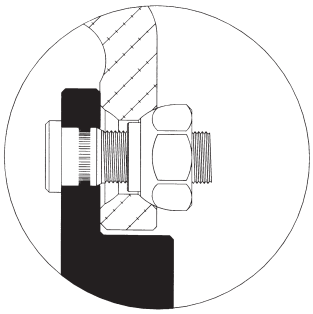

Figure 16
- For $\frac{3}{4}$" - 16 studs, special cap nuts with a collar must be used. (See Figure 16.)